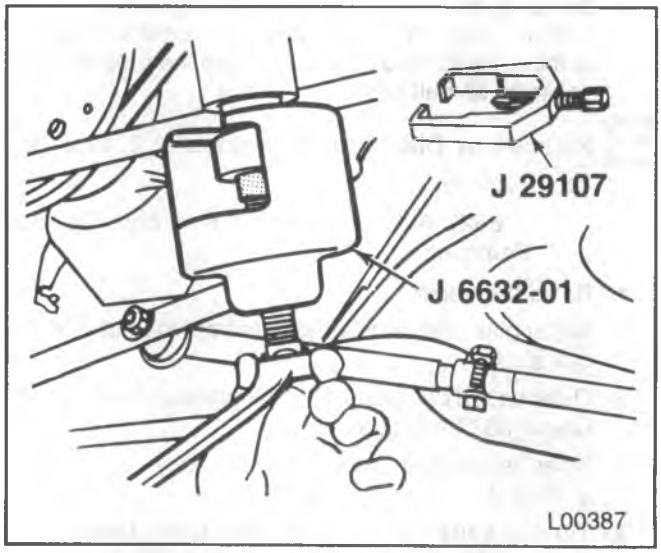

Figure 9—Removing the Pitman Arm
4. Pitman arm (5). Use J 6632-01 or J 29107 (figure 9).